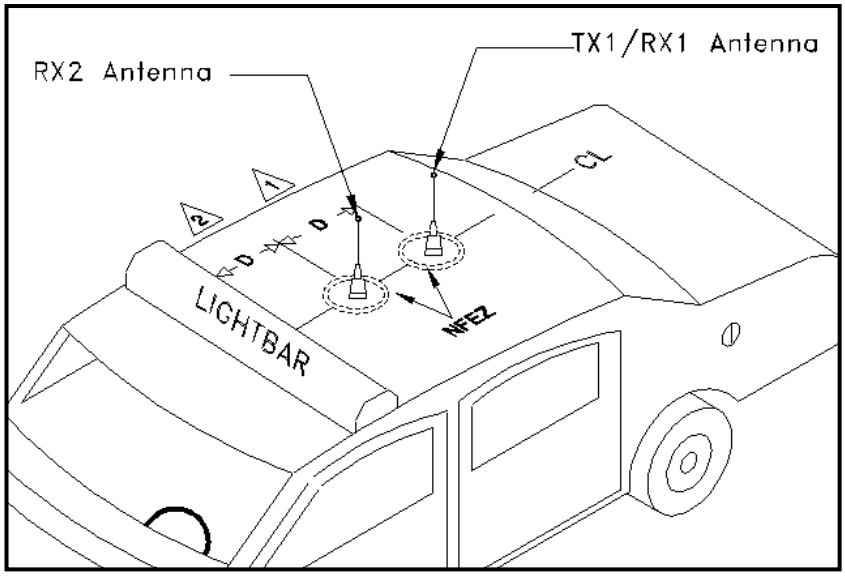

Figure 16: Antenna Distance Configuration
Step 1 Install antennas (see Figure 16).
✎ Figure 16 represents the recommended front-to-rear antenna installation. The receiver antenna (RX2) should be the antenna nearest to the light bar.